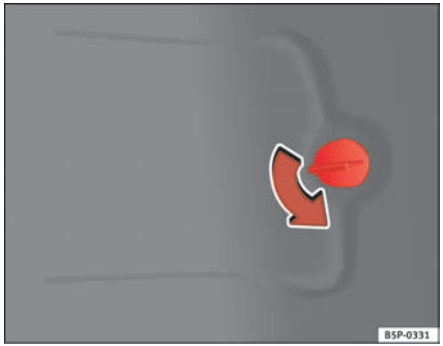

Fig. 188 Lights on vehicle body
– Remove the cover of the luggage compartment lateral panel ⇒ fig. 188.